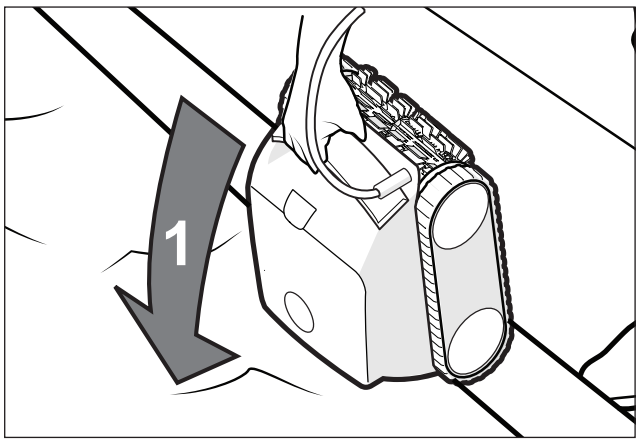

Figure 3. Immerger le nettoyeur verticalement
2. Au centre, immergez le nettoyeur dans la piscine et maintenez-le en position verticale pour libérer l'air emprisonné à l'intérieur. (Figure 3).